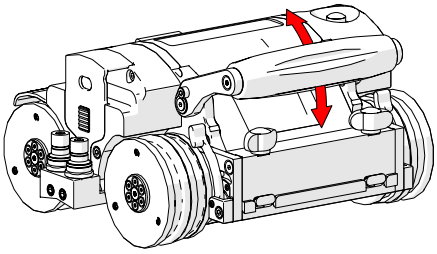

Fig. 87 - Pivot handle as desired
2. Pivot the handle as required *(Fig. 87)*.